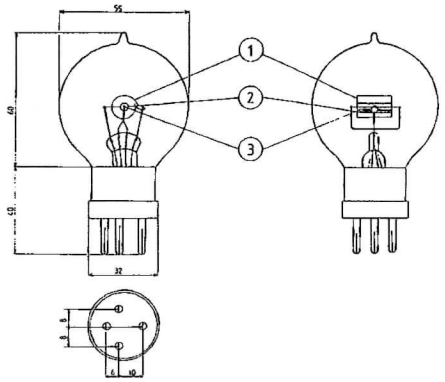
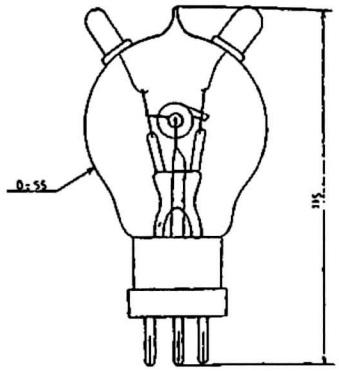

Fig. 7: Definitive form of the TM tube of Péri & Biguet as manufactured by Grammont from November 1915 on.
Fig. 8: The double horn tube of Beauvais. Manufactured by S.I.F. from 1922 on.
Fig 6 shows the new chassis layout, Fig 7 the new front end circuit and Fig 8 the radio itself. The new circuit had several points of interest. (1) In the RF amp collector, the former fixed tuned and heavily damped parallel circuit was converted to a series resonant IF trap assembly, A5. This reduced noise in the IF Band Pass giving the set a much quieter background while tuning. What a difference changing the connections on the same components can make! In addition, the new miniature gang condenser retained the 6:1 vernier reduction, giving super smooth and precise tuning via the new edge control knob. (2) To further improve selectivity, The IFT in the mixer collector became a double tuned bandpass arrangement (A3, A4). By top coupling two 5mm single IFT's with the 8pf capacitor.
Above (Fig 7)- Zenith 500H - The finest pocket radio in the world.
Left: Fig 8
Figure 7 gives the definitive form and the dimensions. For the first time, one also has the base with 4 pins instead of a screw thread. The reason for this was to make it easier to change the tube.
The 'double horn' tube. Beauvais filed his patent in August 1917 for a special construction that was intended to limit the inter-electrode capacitance so the tubes could be used for higher frequencies. However, Biguet had already tried this previously by means of a special construction, but without success. Beauvais did get a result by having the connection wires of the grid and the anode come out on the upper side of the lamp. Thus, one had the 'lampe - cornes' or 'horned tube': see Figure 8.
5. (Top, from left) Single-contact steel ball coherer (1889, replica); single-contact steel-aluminium spiral-wire coherer (1894, replica); iron-filings coherer with internal screw mechanism in sealed glass tube operated by external magnet (original, date unknown); borings coherer and bell mechanism (as Fig.3); Lodge-Muirhead Syndicate steel-wheel in mercury coherer (1902 patent, possibly designed by Robinson (Fig.7)). (Bottom) Syntonic jars experiment of 1889/90 forming basis of 1897 syntony or tuning patent. When left Leyden jar is charged, a spark occurs between the balls (NB insulator/spacer upside-down!) which causes the right hand jar to ìoverflowî (i.e. spark) via a nearly-bridging strip of tinfoil over itís lip only if the hanging slide-wire is positioned to bring the two circuits into tune.
We have chosen a vertical Hertz radiator (Fig.7) because it fits the show case better and several sizes of vertical and horizontal ones were illustrated in The Electrician. This was made by the author out of wood, ebonite, and black sprayed aluminium discs [probably copper originally]. The scale for the galvanometer, used tracing paper over grey card and crossed white disc to give a convincing looking 'spot' (Fig.4(b)), and the single-contact ball coherer used steel balls, wood, and a vertical glass rod insulator (Fig.5, top, left). Liverpool University Physics Workshop made the spherical radiator (Fig.1, right, middle shelf, half obscured), using a copper ball-cock, ebonite rod and wood, and the spiral wire coherer (Fig.5, top, second from left).